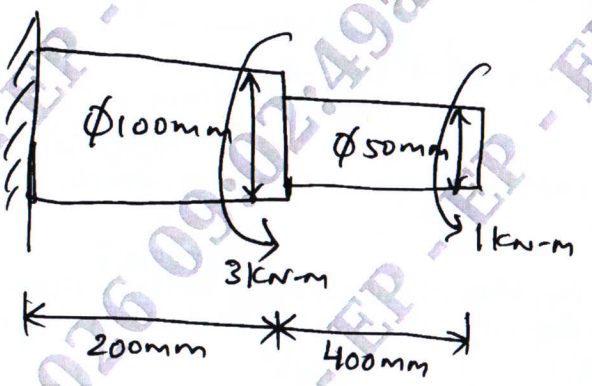

Fig. Q6 (b)
b. A solid stepper bar of circular cross section is subjected to a torque of 1 kN-m at its free end and to a torque of 3 kN-m at its change in cross section as shown in Fig. Q6 (b). Determine the angle of twist and shear stresses in the bar. Take $E = 2\times10^5$ N/mm^2 and $G = 7\times10^4$ N/mm^2. **(10 Marks)**